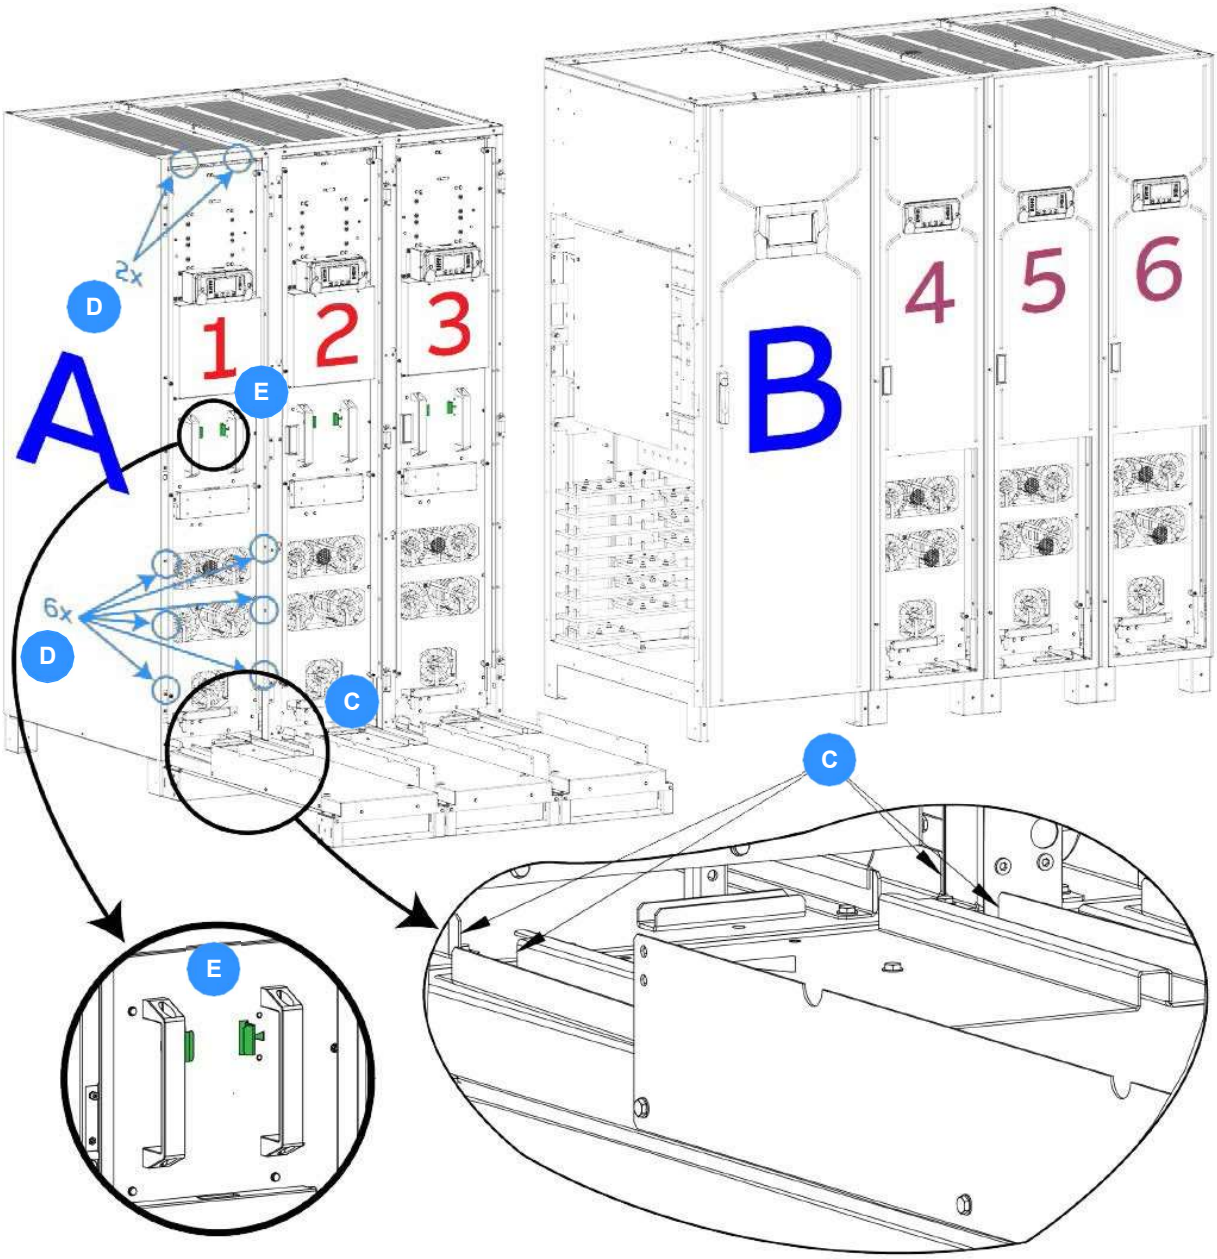

Figure 5.5 Module extraction
Key Point: The PW MF1500 DPA1500 kVA cabinet is shipped in two containers as shown in Figure 5.5. The two cabinet halves must be joined together using components from the installation kit that is shipped inside the cabinet distribution frame *(see Figure 5.4)*.
2. Move the two cabinet frame assemblies as close as possible to their intended final location and position them adjacent to each other on level ground *(see Figure 5.5)*. Allow at least 600 mm rear access to enable the reassembly.
a. In Frame A, place a module extraction slider in front of the UPS module with the runners on the top of the slider aligned to the runners in the module's frame, as shown in Figure 5.5 (C).
b. Remove the 8 screws securing the UPS module to the cabinet frame, as shown in Figure 5.5 (D).
d. Unlock the UPS module from the frame by pressing sideways on the two yellow tabs located between the UPS module handles, as shown in Figure 5.5 (E) (shown green in the illustration for reasons of clarity).
e. Whilst holding the two locking mechanism tabs pressed inwards, use the handles on the front of the UPS module (Figure 5.5 (E)) to withdraw the UPS module onto the module extraction slider between the guide rails.
Note: The UPS modules should be inserted in the reverse order that they were removed (i.e. the module closest to the centre of the cabinet should be fitted first). In this example the modules should be refitted in the order of module 3, module 2 then module 1. – see Figure 5.5.
d. Whilst holding the two yellow locking mechanism tabs pressed inwards, use the handles on the front of the UPS module (Figure 5.5 (E)) to insert the UPS module onto the module extraction slider between the guide rails.
f. Fit the 8 screws securing the UPS module to the cabinet frame, as shown in Figure 5.5 (D).